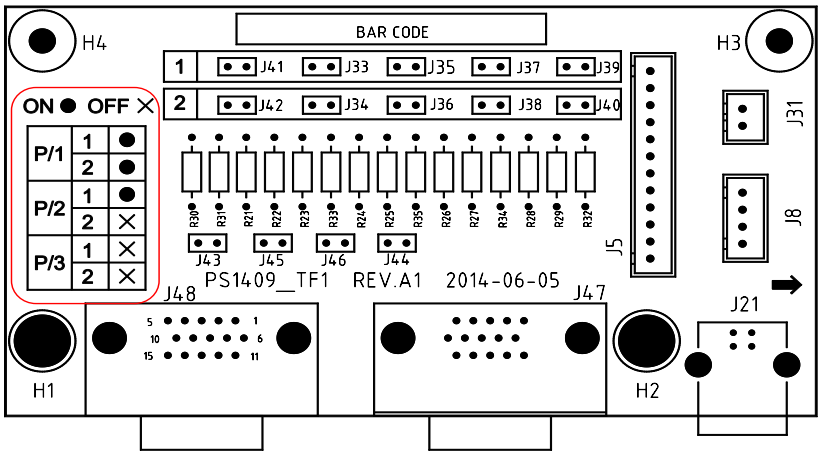

Figure5-13 Parallel board (PS1409_TF1)
2、Depending on the number of parallel machines, and the corresponding short pin status on the board is different, as shown in Figure 5-13